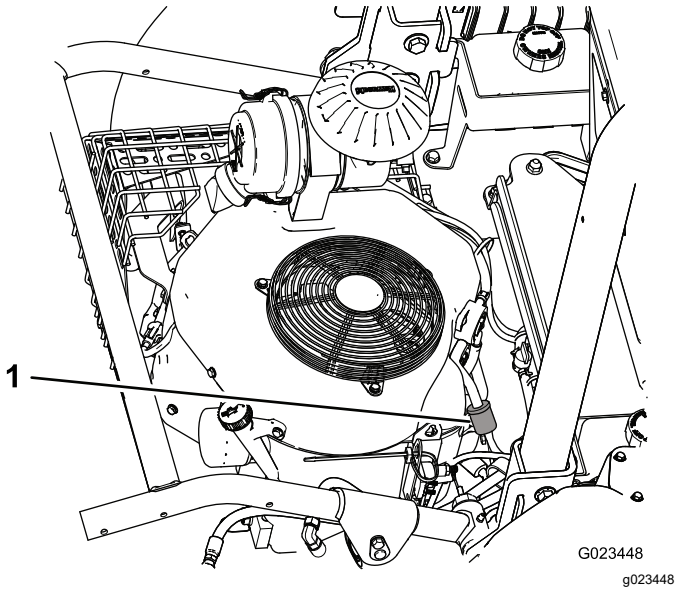
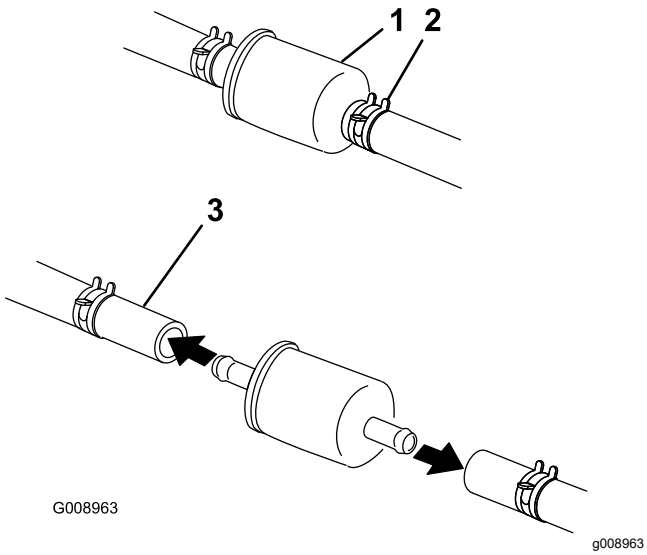

Rysunek 47
Rysunek 48
2. Poluzuj zacisk przewodu po stronie gaźnika filtra, a następnie odłącz przewód paliwowy od filtra (Rysunek 47 i Rysunek 48).